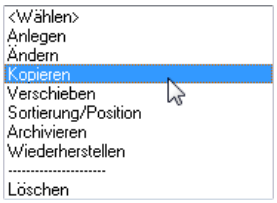

Bild 27.35 – *Gruppe*, Menüpunkt *Kopieren*
- Wählen Sie die betreffende Gruppe in der Rubrikenliste und klicken Sie im Listenmenü der Gruppen auf *Kopieren* (Abb. 27.35).